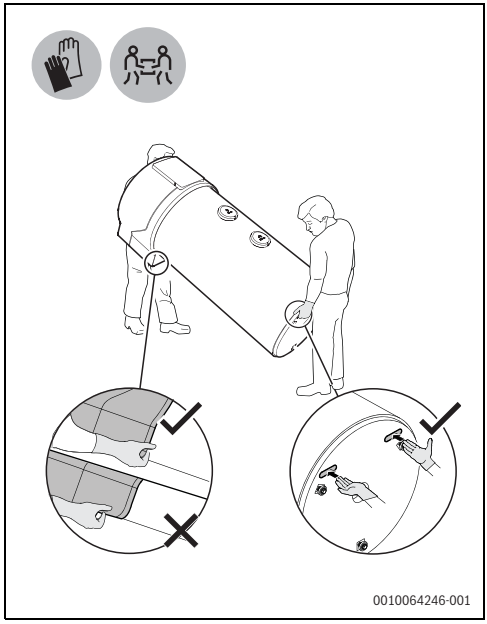

Bild 7 Transport über kurze Strecken
- ▶ Gerät nach dem Auspacken ausschließlich an den in Bild 7 angegebenen Stellen transportieren. Der Transport oder die Handhabung des Geräts an anderen als den angegebenen Stellen kann zur Beschädigung des Geräts und/oder zur Verletzung der Personen führen, die das Gerät transportieren oder handhaben.